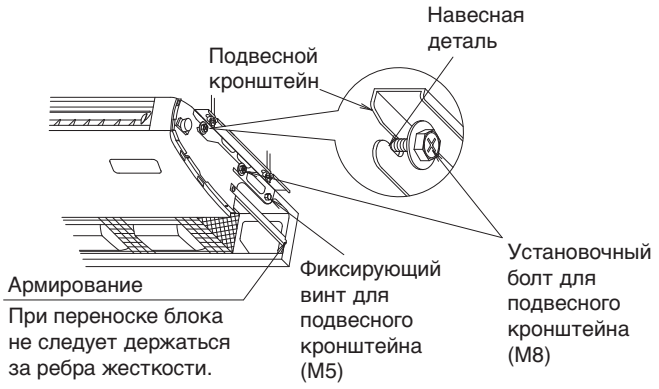

Рис. 11
(2) Поднимите внутренний блок. Навесьте его, продвинув вперед, и вставьте подвесной установочный болт (M8) для временного фиксирования блока. (См. рис. 11)
(3) Затяните винты (M5), крепящие кронштейн, в двух местах, там, где они были ослаблены, (См. рис. 11) Необходимо избегать смещения внутреннего блока.
(4) Затяните болты (M8), крепящие подвесной кронштейн, в 4 местах. (См. рис. 11)